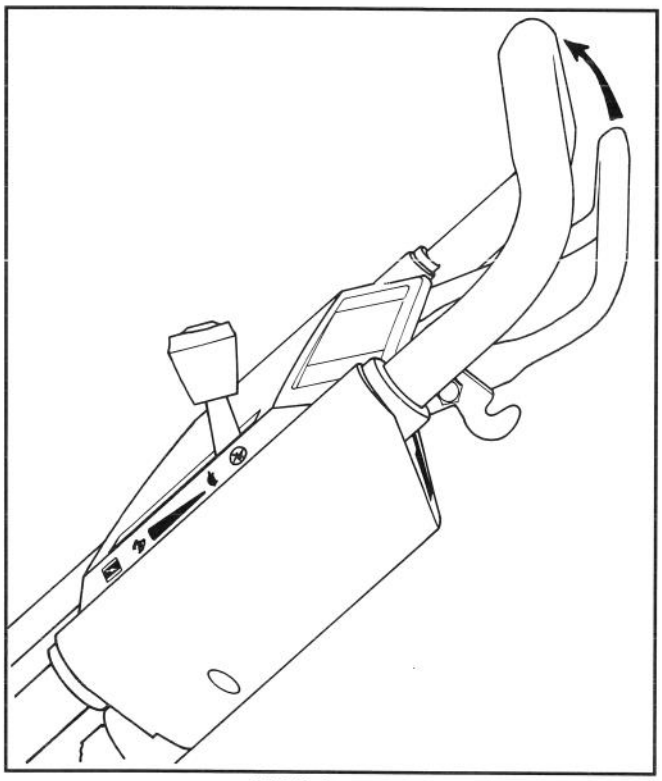

**Abbildung 11**
**4.** FAHRBETRIEB (selbstgetriebenes Modell) (Abb. 11)—Den Antriebshebel gegen den Gestängegriff drücken, um den Mäher in Bewegung zu setzen. Wird der Antriebshebel losgelassen, wird auch der Antrieb ausgeschaltet.